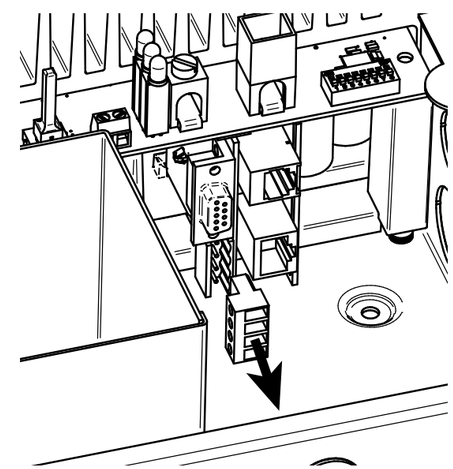

Figure 3-13. Removing the EIA-485 socket connector
The four (4) position EIA-485 connector on the TriStar MPPT 600V 600Vmust be removed to access the terminal screws. Remove the socket connector by firmly grasping the connector body and pulling away from the circuit board as shown in figure 3-13.